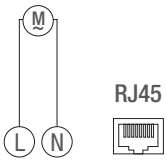

Fig. 6 : Plan de câblage
3. Raccordez le module LAN conformément au plan de câblage (fig. 6).